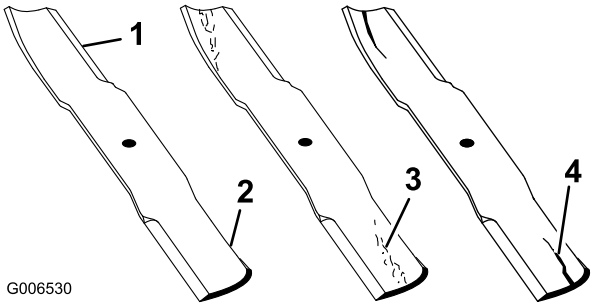

Figur 22
2. Undersøk kniveggene nøye, særlig der de flate og bøyde delene av kniven møtes (Figur 22). Siden sand og slipende materiale kan slite på metallet mellom den flate og bøyde delen av kniven, kontrollerer du kniven før du bruker maskinen. Hvis kniven er slitt (Figur 22), skift kniven. Se Demontere kniven.
Hvis du ikke gjør noe med slitasje på kniven, vil det dannes et spor mellom vingedelen og den flate delen av bladet (Figur 22). Til slutt kan en del av kniven knekke av og bli kastet ut fra maskinen og trolig resultere i alvorlig personskade.